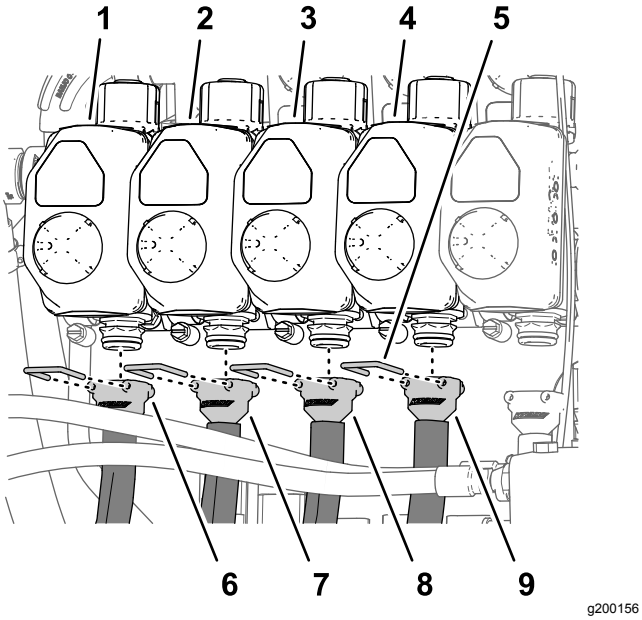
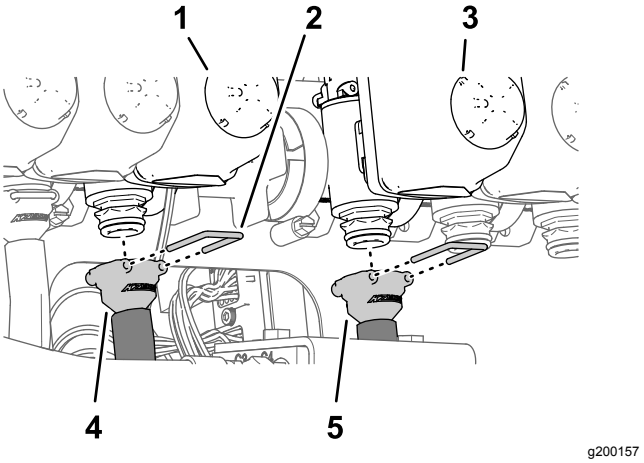
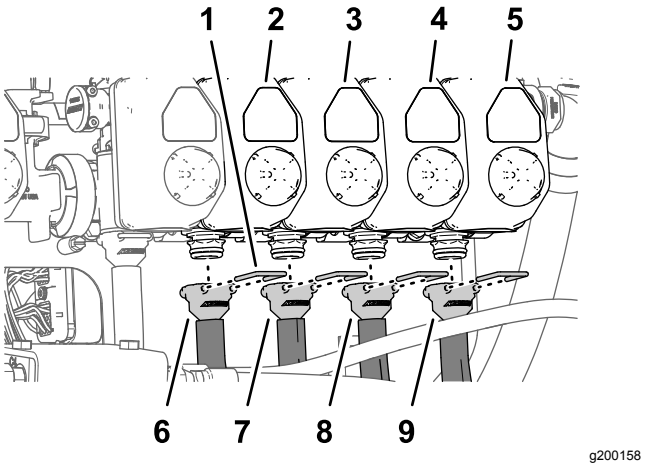

Figuur 124
Figuur 125
Figuur 126
Opmerking: Zie Figuur 124 in Monteren van de slangen voor spuitdopkleppen 1-4. (bladz. 57), Figuur 125 in Monteren van de slangen voor spuitdopkleppen 5 en 6. (bladz. 57), en Figuur 126 in Monteren van de slangen voor spuitdopkleppen 7-10. (bladz. 58) voor de posities van de spuitdopkleppen.
1. Monteer de rechte geribde fitting van een toevoerslang van 279 cm op de koppeling van spuitdopklep 1 (Figuur 124).
2. Zet de geribde fitting vast met een borgclip (Figuur 124).
3. Monteer de rechte geribde fitting van een toevoerslang van 234 cm op de koppeling van spuitdopklep 2 (Figuur 124).
4. Zet de geribde fitting vast met een borgclip (Figuur 124).
5. Monteer de rechte geribde fitting van een toevoerslang van 188 cm op de koppeling van spuitdopklep 3 (Figuur 124).
6. Zet de geribde fitting vast met een borgclip (Figuur 124).
7. Monteer de rechte geribde fitting van een toevoerslang van 188 cm op de koppeling van spuitdopklep 4 (Figuur 124).
8. Zet de geribde fitting vast met een borgclip (Figuur 124).
1. Monteer de rechte geribde fitting van een toevoerslang van 81 cm op de koppeling van spuitdopklep 5 (Figuur 125).
2. Zet de geribde fitting vast met een borgclip (Figuur 125).
3. Monteer de rechte geribde fitting van een toevoerslang van 81 cm op de koppeling van spuitdopklep 6 (Figuur 125).
4. Zet de geribde fitting vast met een borgclip (Figuur 125).
1. Monteer de rechte geribde fitting van een toevoerslang van 188 cm op de koppeling van spuitdopklep 7 (Figuur 126).
2. Zet de geribde fitting vast met een borgclip (Figuur 126).
3. Monteer de rechte geribde fitting van een toevoerslang van 188 cm op de koppeling van spuitdopklep 8 (Figuur 126).
4. Zet de geribde fitting vast met een borgclip (Figuur 126).
5. Monteer de rechte geribde fitting van een toevoerslang van 234 cm op de koppeling van spuitdopklep 9 (Figuur 126).
6. Zet de geribde fitting vast met een borgclip (Figuur 126).
7. Monteer de rechte geribde fitting van een toevoerslang van 279 cm op de koppeling van spuitdopklep 10 (Figuur 126).
8. Zet de geribde fitting vast met een borgclip (Figuur 126).